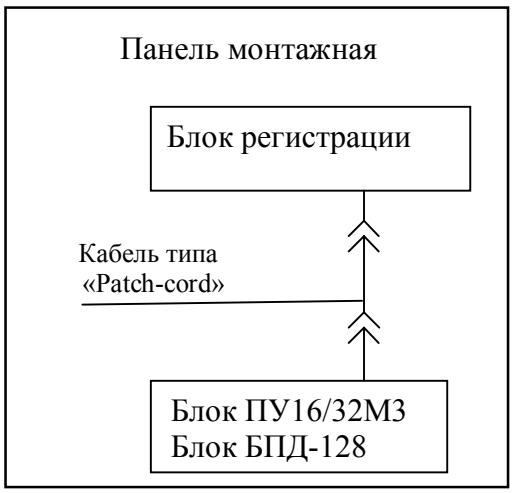

Рисунок 11 – Схема монтажа регистратора при местном подключении блоков ПУ16/32М3 и блока БПД – 128
5.4.2.3 При местном подключении для соединения оптической схемы используются только кабели типа “Patch cord” длиной до 4 метров (Рисунок 11).